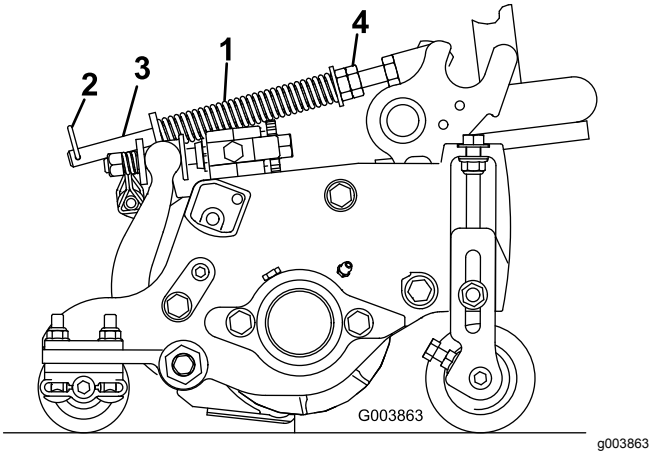

Figur 15
Plænekompensationsfjederen (Figur 15) overfører vægt fra forrullen til bagrullen. Dette medvirker til at reducere dannelsen af et bølgemønster i plænen, også kaldet ondulation.
1. Sørg for, at låseclipsen er monteret i det bageste hul i fjederstangen (Figur 15).
2. Stram sekskantmøtrikkerne på fjederstangens forende, indtil fjederens sammentrykkede længde er 15,9 cm. (Figur 15